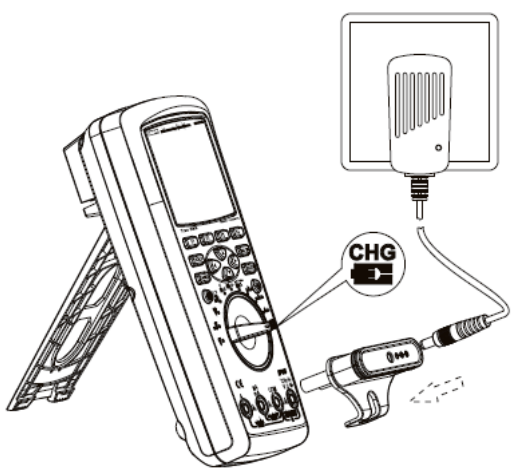

Figura 18
2. Conecte o adaptador no dispositivo, o conector da fonte no adaptador e alimente através de uma fonte 110 ~ 240 V, 50/60Hz. Conforme ***Figura 18.***